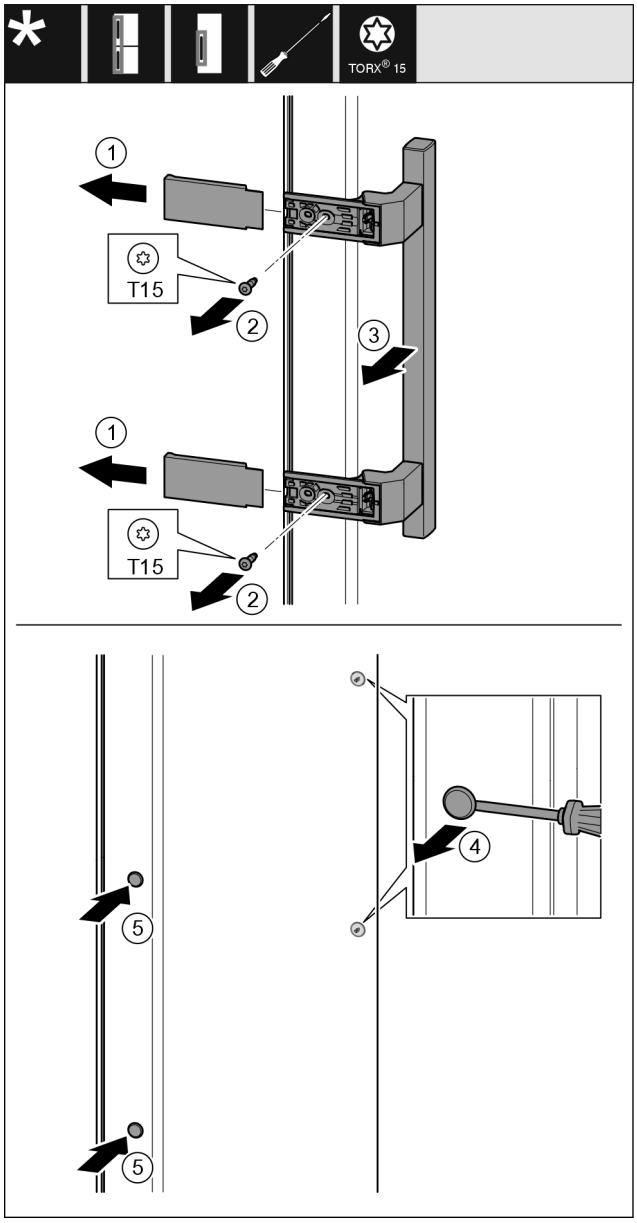

Fig. 23
- ▶ Remove the cover *Fig. 23 (1)*.
- ▶ Unscrew screws *Fig. 23 (2)* with screwdriver.
- ▶ Remove the handle *Fig. 23 (3)*.
- ▶ Use a slotted screwdriver to lift the side plug *Fig. 23 (4)* carefully and pull it out.
- ▶ Re-insert the plug *Fig. 23 (5)* on the other side.